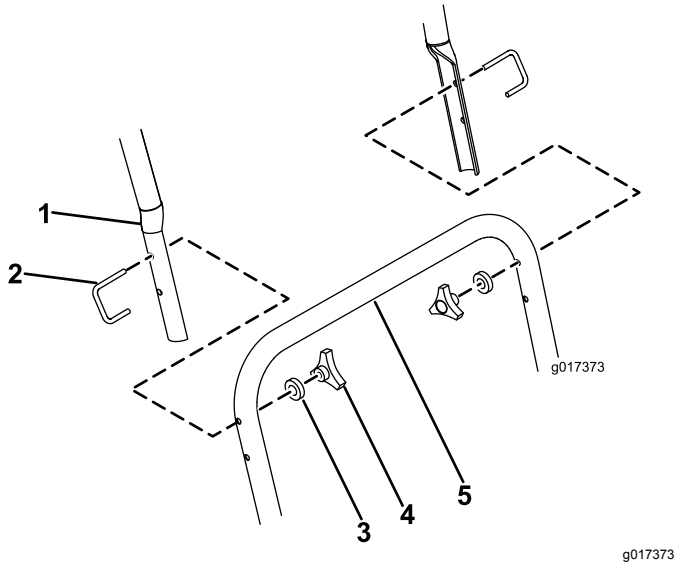

Figur 4
5. Anslut det övre handtaget till det lägre handtaget genom att fästa varje sida med en U-bult, M6-bricka och ett handhjul (Figur 4).